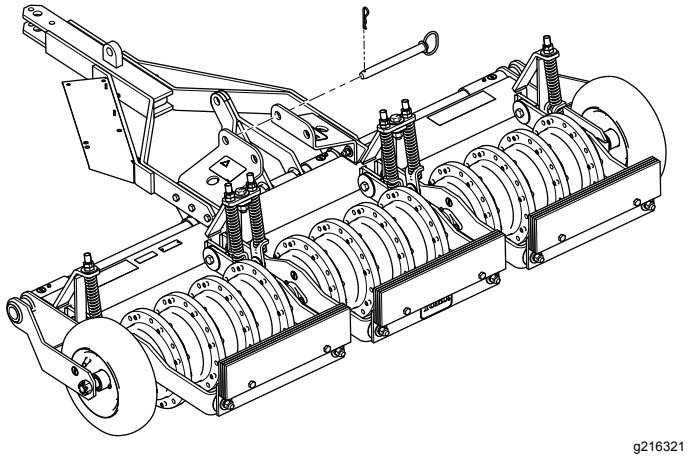

Рисунок 8
5. Вставьте стопорный штифт и закрепите его малым игольчатым шплинтом, как показано на Рисунок 8.